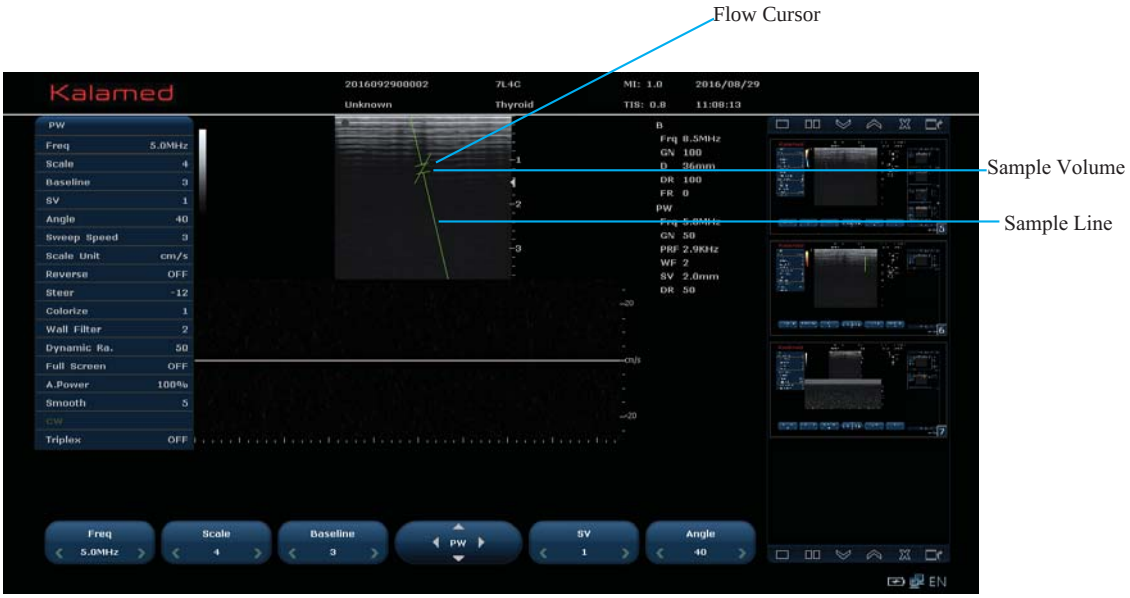

Figure 6-9 PW Mode Image
2. Press the **PW** knob on the control panel to enter the PW mode, the interface will display two asymmetric parts as shown in Figure 6-9.